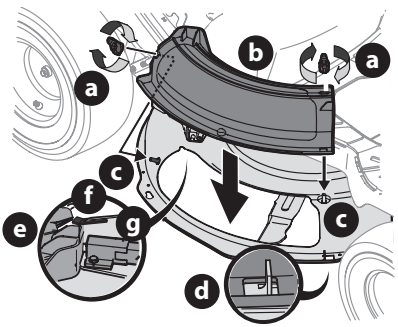

Figure 9
1. Retirez les écrous papillon du plateau de coupe et conservez-les pour utilisation ultérieure (Figure 9).
2. Installez le bouchon de déchiquetage (b) sur l'orifice d'évacuation du plateau de coupe. L'arrière du bouchon de déchiquetage (b) doit être glissé sous la languette (f) du support arrière gauche (g). Introduisez les goujons (c) sur la surface du plateau de coupe dans les trous sur la partie supérieure du bouchon de déchiquetage (b). Introduisez la petite encoche sur le rebord du plateau dans le trou carré sur la partie inférieure du bouchon de déchiquetage (b) (Figure 9).
IMPORTANT ! Assurez-vous que la partie supérieure arrière du bouchon de déchiquetage s'appuie contre l'interrupteur de sécurité situé sur la surface du plateau de coupe et sous la languette (f) du support arrière gauche (g). Le moteur ne démarrera pas si le bouchon de déchiquetage n'est pas bien installé (Figure 9).
3. Fixez le bouchon de déchiquetage (b) en serrant les boutons à oreilles (a) retirés plus tôt (Figure 9).